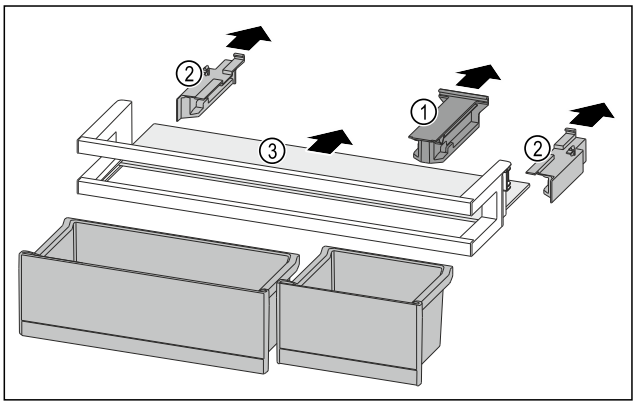

Fig. 192
▶ Pull off the holding part *Fig. 192 (1)*.
▶ Pull off the side parts *Fig. 192 (2)*.
▶ Remove the shelf *Fig. 192 (3)*.